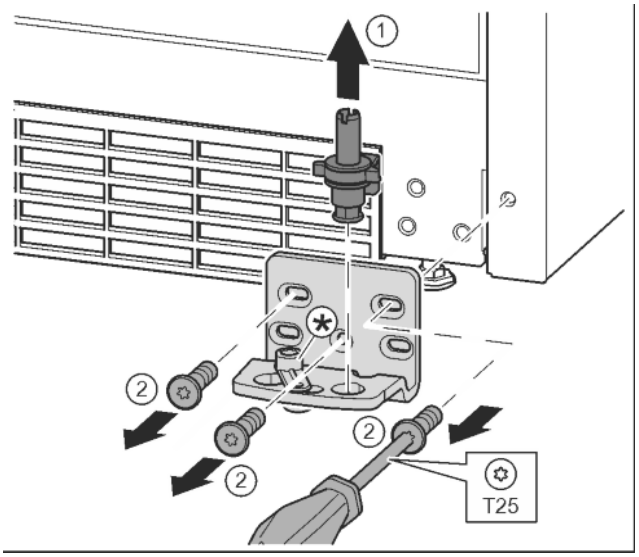

Fig. 15
- ▶ Lift the bearing pin completely upward and remove. *Fig. 15 (1)*
- ▶ Undo the screws with a T25 screwdriver and remove the bearing bracket *Fig. 15 (2)*